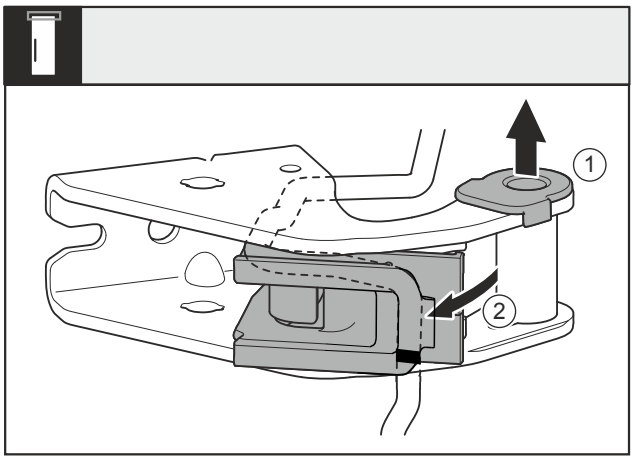

Fig. 16
- ▶ Lagerbuchse *Fig. 16 (1)* aus Führung ziehen.
- ▶ Kabelhalterung *Fig. 16 (2)* ausschwenken.